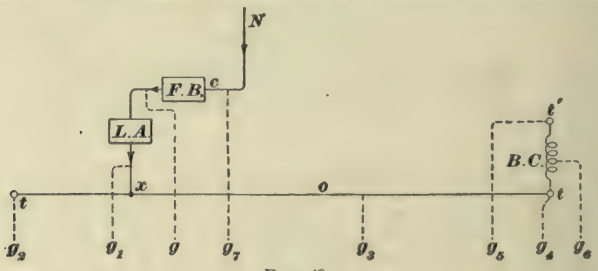

FIG. 48.
**42. General Remarks.**—It matters not what kind of a fuse box may be on a car, it is always best and safest to throw off one of the hood switches before trying to put in a fuse; it is then impossible to get a shock, impossible to get burned, and impossible for the car to start up unexpectedly. Any one of the above accidents can occur if the following conditions are obtained. To take them in order, to get a bad shock it is only necessary to leave the pole on, the hood switches in, and, standing on the ground, or resting the hand on any part of the truck or dash or gate irons, touch the trolley side of the fuse box; this is certain to happen on any of the above fuse boxes excepting the Westinghouse, and can happen on it if the operator is careless with his fingers when putting the block back into the box. To get a severe burn it is only necessary that there be a ground on the trunk wiring somewhere between the fuse box and the trolley binding post, or even the trolley binding post itself, in one of the controllers, or the magnetic blow-out coil if there is one. In Fig. 48 is given a diagram of a trunk wiring from the
trolley side of the fuse box to the trolley post on one controller and to the negative side of the blow-out coil on the other controller. In Fig. 48, *Nc* is the wire which runs from the roof of the car down through the wall or post to the positive side of the fuse box *F.B.* *L.A.* is the lightning arrester; *t*, *t* the two controller trolley posts; and *t o t* the wire running the full length of the car to connect them together. *B.C.* is the blow-out coil, and *t'*, the connecting post or finger to which its negative end is attached; as long